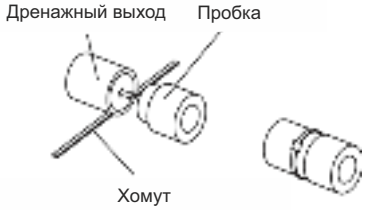

Рис. 4.24
(8). При использовании правого дренажного выхода закройте пробкой левый дренажный выход (Рис. 4.24).